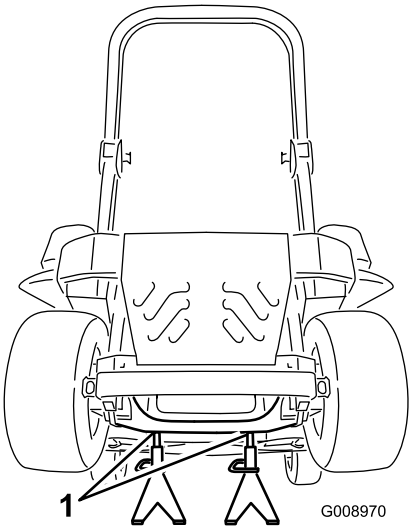

Figuur 80
3. Breng de machine omhoog en ondersteun de machine met kriksteunen (Figuur 80).
9. Verwijder de kriksteunen en breng de machine omlaag (Figuur 80).